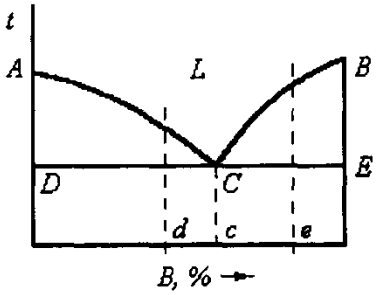

Рис. 30
66. В каком из сплавов эвтектическая реакция займет больше времени, если скорость кристаллизации во всех сплавах одинакова (рис. 30)?